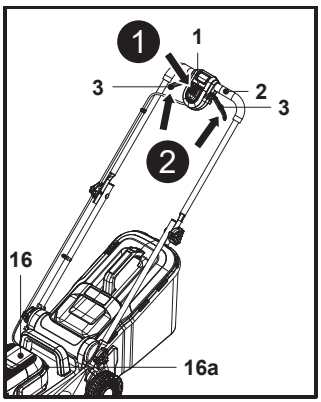

**Fig. 16**
**REMARQUE :** La machine ne peut être démarrée qu'en appuyant sur l'interrupteur de sécurité (1), puis en appuyant sur les leviers de démarrage (3). L'opération inverse ne permet pas de démarrer la machine.
1. Soulever le couvercle magnétique (15c) et ouvrir le couvercle du compartiment de la batterie (15), puis insérer complètement la batterie (24).
2. Fermer le couvercle du compartiment de la batterie (15) avec précaution.
3. Se tenir derrière le guidon (2).
4. Tout en maintenant l'interrupteur de sécurité (1) enfoncé, tirer les leviers de démarrage (3) vers le guidon (2) et les maintenir dans cette position (Fig. 16, étapes 1, 2).
5. Une fois la tondeuse à gazon démarrée, relâcher l'interrupteur de sécurité (1).
6. La capacité réelle de la batterie est indiquée sur l'indicateur de batterie (16a) situé à l'arrière du capot moteur (16).